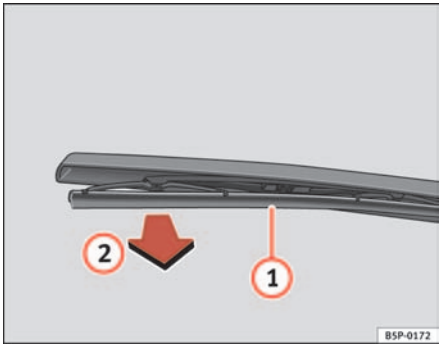

Fig. 167 Changing the rear window wiper blade
– Lift the wiper arm away from the glass ⇒ fig. 167.
– Unclip the wiper blade (1) and pull (2) ⇒ fig. 167.